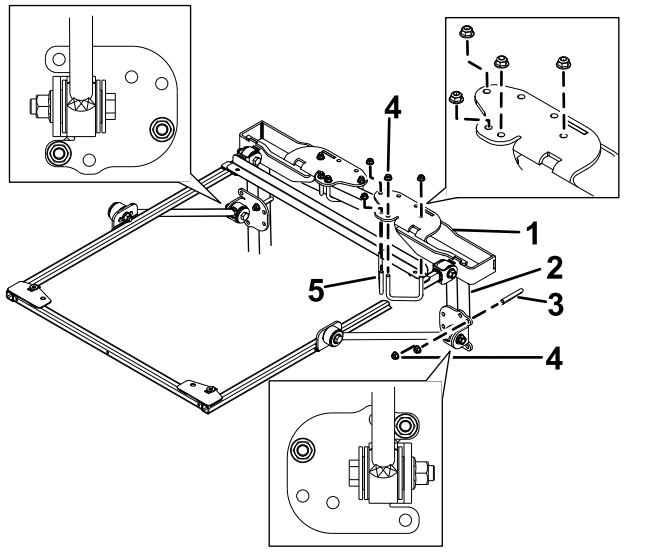

Figur 36
5. Brug de monteringshuller, der er vist i Figur 36, og fastgør hvert af styrtbøjlens monteringsbeslag til toppen af styrtbøjlen med 2 bøjleskruer (2-3/4 tommer) og 4 flangemøtrikker.
6. Brug de monteringshuller, der er vist i Figur 36, og fastgør løst hvert af afstiverbeslagene til styrtbøjlestiverne med en bøjleskrue (4 tommer) og 2 flangemøtrikker.